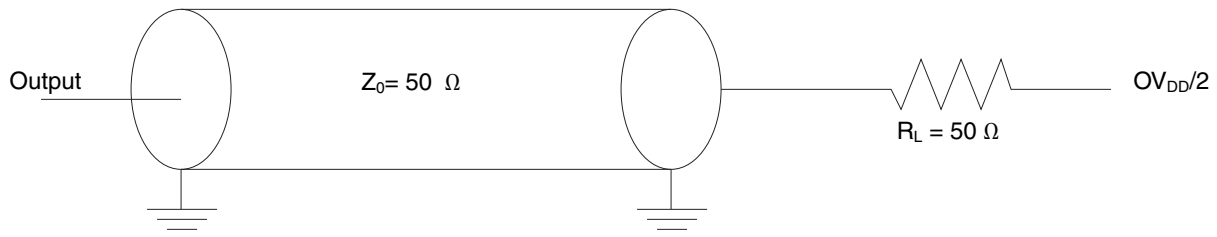
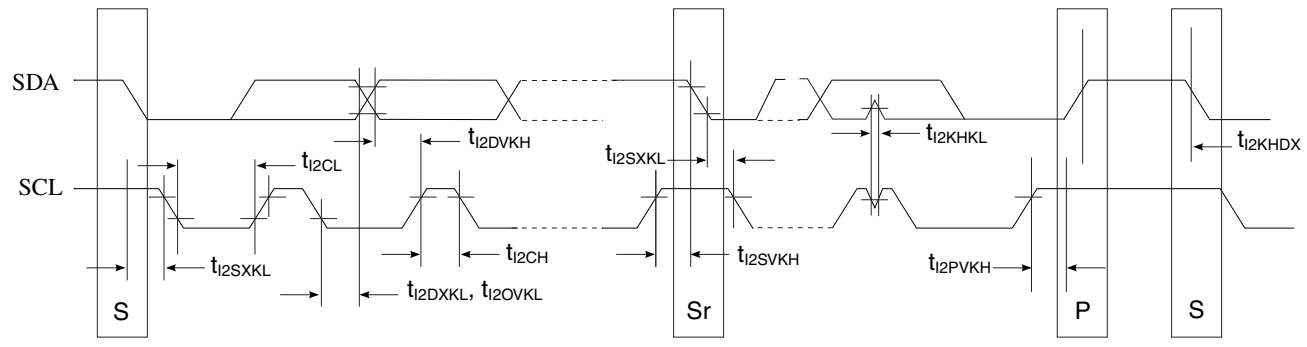

Figure 50. I ^{2}C AC test load
Figure 51. I ^{2}C bus AC timing diagram
1. As a transmitter, the chip provides a delay time of at least 300 ns for the SDA signal (referred to the V_{IHmin} of the SCL signal) to bridge the undefined region of the falling edge of SCL to avoid unintended generation of a START or STOP condition. When the chip acts as the I ^{2}C bus master while transmitting, it drives both SCL and SDA. As long as the load on SCL and SDA are balanced, the chip does not generate an unintended START or STOP condition. Therefore, the 300 ns SDA output delay time is not a concern. 2. The maximum t_{I2OVKL} has to be met only if the device does not stretch the LOW period (t_{I2CL}) of the SCL signal. 3. The symbols used for timing specifications herein follow these patterns: $t_{\text{(first two letters of functional block)(signal)(state)(reference)(state)}}$ for inputs and $t_{\text{(first two letters of functional block)(reference)(state)(signal)(state)}}$ for outputs. For example, t_{I2DVKH} symbolizes I ^{2}C timing (I2) with respect to the time data input signals (D) reaching the valid state (V) relative to the t_{I2C} clock reference (K) going to the high (H) state or setup time. Also, t_{I2SXKL} symbolizes I2C timing (I2) for the time that the data with respect to the START condition (S) went invalid (X) relative to the t_{I2C} clock reference (K) going to the low (L) state or hold time. Also, t_{I2PVKH} symbolizes I2C timing (I2) for the time that the data with respect to the STOP condition (P) reaches the valid state (V) relative to the t_{I2C} clock reference (K) going to the high (H) state or setup time. 4. See Figure 50. on page 152. 5. See Figure 51. on page 152.